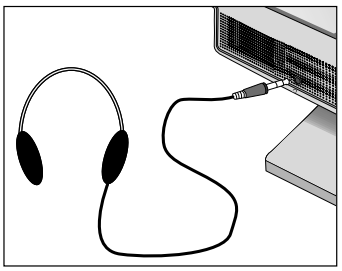

Figure E.1
5. Le casque peut-être branché à la sortie « casque » sur la face avant biseautée du moniteur et marquée « 🎧 » (**Figure E.1**). Lorsque le casque est branché, le son des haut-parleurs est désactivé. Vous pouvez vous procurer un casque dans votre magasin de fournitures électroniques local.